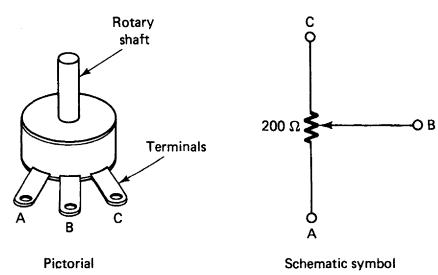

FIGURE 3-6A Potentiometer.
1. Obtain a 200 Ω potentiometer (see Fig. 3-6A).